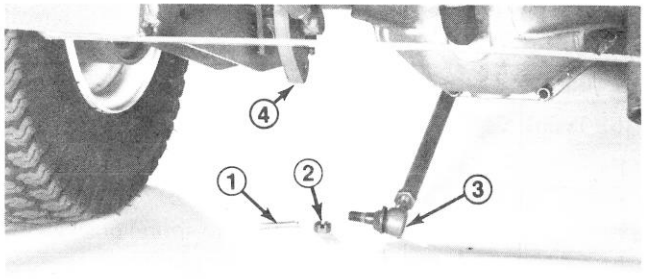

Figure 1
1. Remove cotter pin and nut attaching the steering tube socket assembly to the gear box pivot arm. Separate the pivot arm and steering tube, lowering the steering tube (Fig. 1).